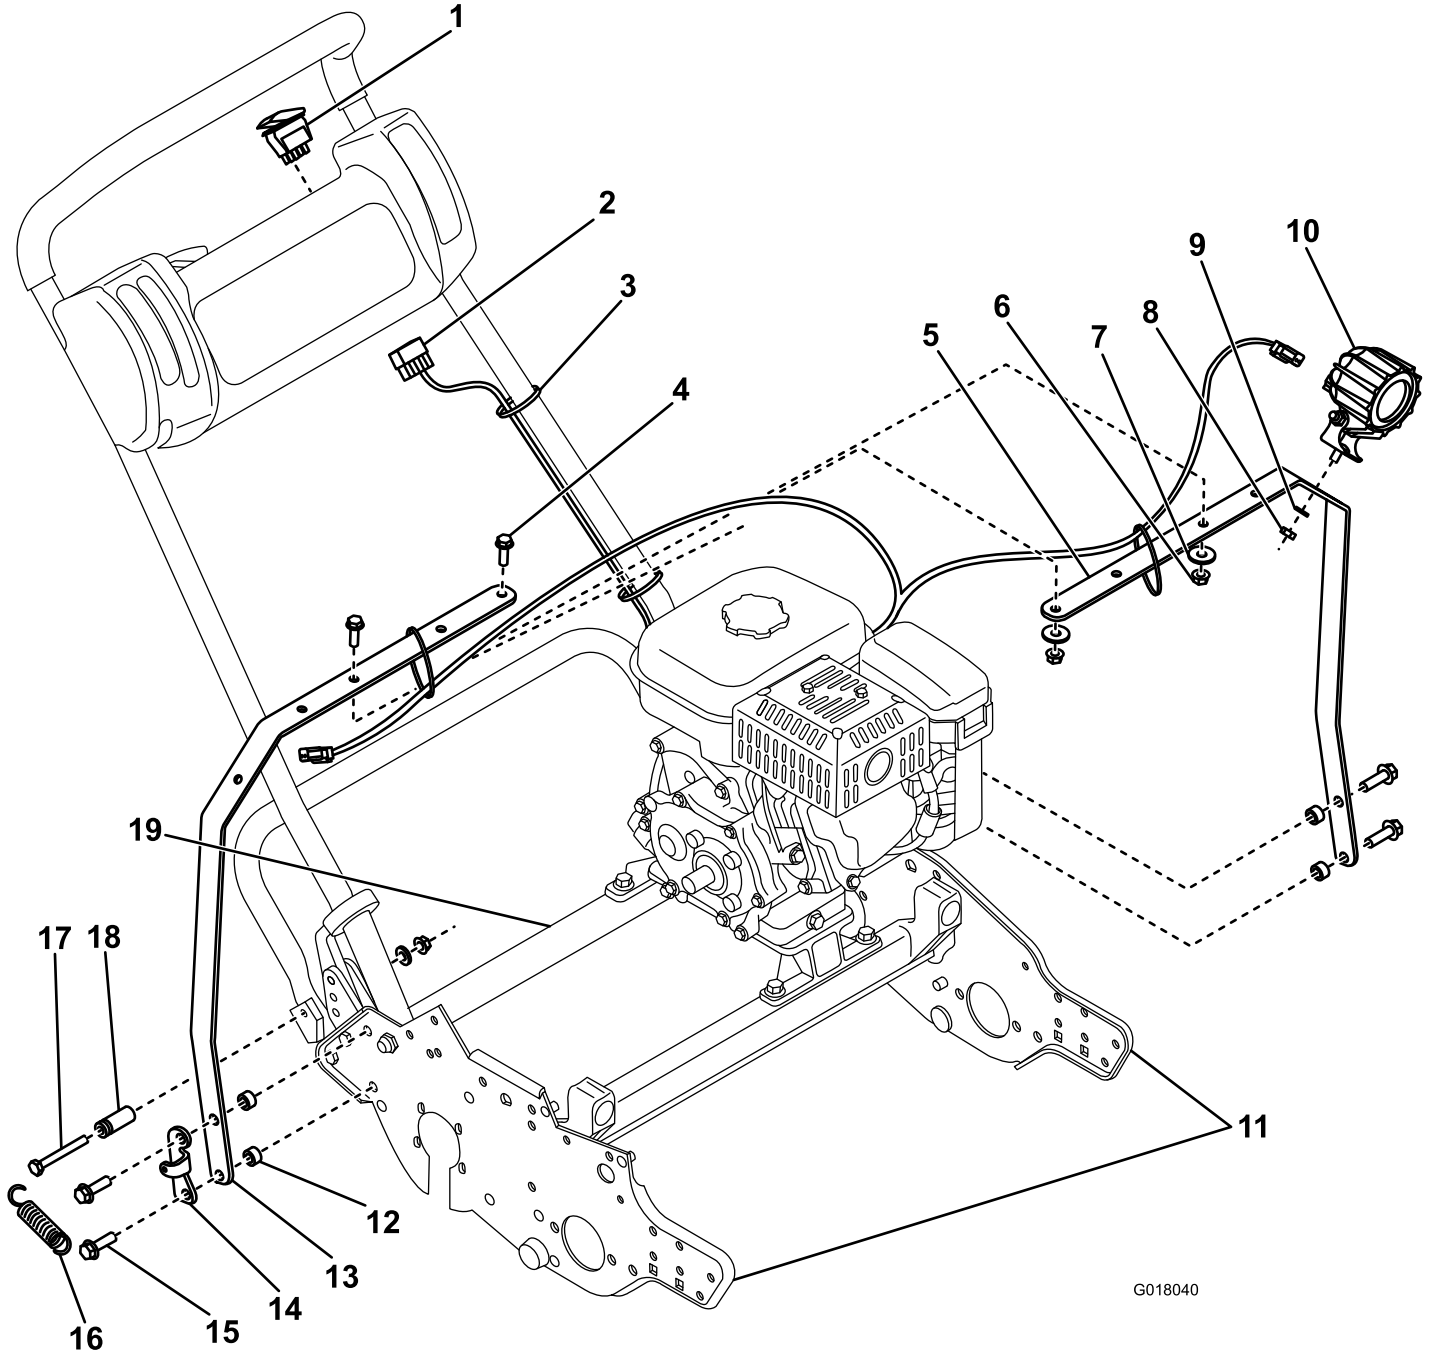

Figure 2
2. Retirez les 2 boulons (3/8") fixant la plaque latérale droite à la traverse arrière et au support de ressort (Figure 2).
3. Reposez la barre droite et le support de ressort déposés précédemment sur la machine au moyen de 2 entretoises et 2 boulons (3/8 x 1–1/4") (Figure 2).
4. Retirez les 2 boulons (3/8") fixant la plaque latérale gauche à la traverse arrière (Figure 2).
7. Montez les éclairages sur la barre et fixez chacun d'entre eux au moyen des fixations fixées aux éclairages (Figure 2).
8. Branchez le faisceau de câblage aux éclairages (Figure 2) en connectant la longue branche à l'éclairage droit.
9. Retirez le connecteur du logement et posez le commutateur dans le panneau de commande, puis branchez le faisceau de câblage d'éclairage au commutateur (Figure 2).
10. Reliez le connecteur du faisceau de câblage aux fils bleus au moyen des connecteurs femelles ronds qui sortent du carter de ventilateur du moteur (Figure 2).
11. Attachez le faisceau de câblage avec des serre-câbles (Figure 2) et poussez l'excédent sous le panneau de commande.
12. Déposez l'ancienne douille de retenue du ressort et fixez la nouvelle en place avec un boulon (5/16 x 2–3/4") (Figure 2). Reposez aussi le ressort déposez précédemment.